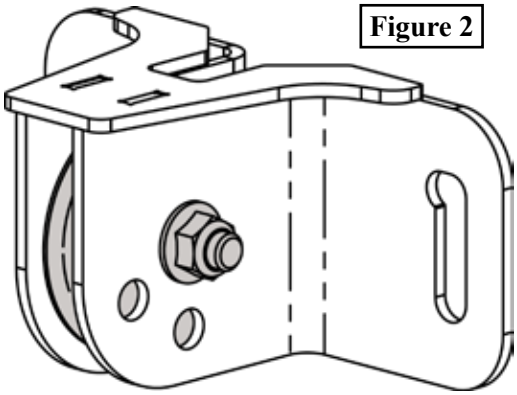

Figure 2
1. Place rope over pulley in the position shown in figure 2. This position is the only one that should be used with synthetic rope.